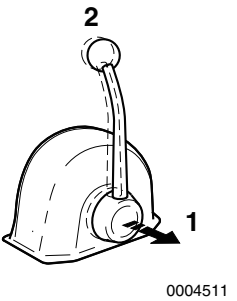

Figure 15
When the handle is pulled out **(Figure 15, (1))**, the engine speed can be controlled without engaging the marine gear. The marine gear remains in NEUTRAL, no load position. Turn the knob **(Figure 15, (2))** counterclockwise to move the handle or clockwise to lock the handle.